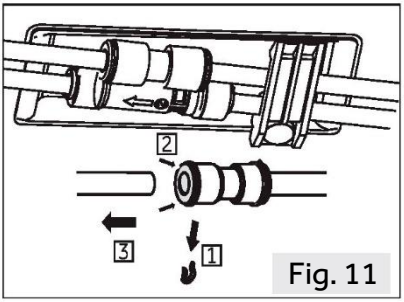

Fig. 11
1. Eliberați partea stângă a două cuplaje de apă din colțul din stânga din partea de jos a aparatului: apăsați și mențineți în colier așa cum se arată și scoateți conducta de apă (Fig.11).